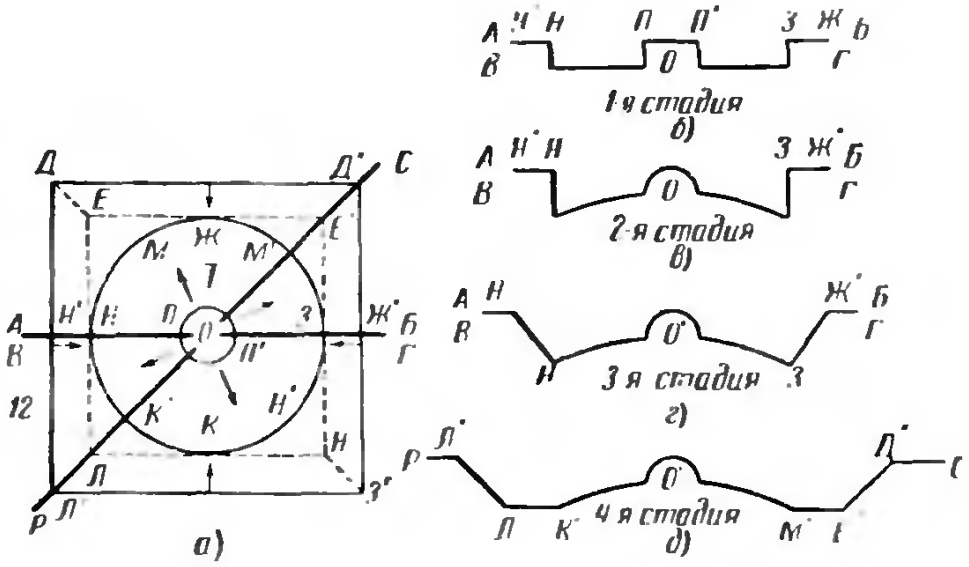

Рис. 56
На рис. 56 показаны основные стадии резьбы рис. 12 учебной доски. При резьбе используют стамески *№ 1, 4, в, 7, 11, 12.* Цель упражнения: 1) научиться вырезать выпуклые поверхности в виде простейших розеток;
Первая стадия резьбы: 1) стамеской № *12* или *13* сделать вертикальные надрезы глубиной 2 *мм* по малым окружностям *О* (рис. 56,а);
Углубленная поверхность должна быть горизонтальной и гладкой (рис. 56,б).
Вторая стадия резьбы: 1) стамеской *№ 11* сделать вертикальные надрезы глубиной 2 *мм* вдоль углубленной поверхности по окружности между точками Ж и З, З и К, *К и Н, Н* и Ж (см. рис. 56, *а);*
2) стамеской *№ 4* придать углубленной поверхности вид, показанный на рис. 56, в;
3) используя стамеску *№ 4,* придать цилиндрам *О* форму О' (см. рис. 56,в).
Третья стадия резьбы: 1) направить острый конец стамески *№ 1* поочередно в точки *Е, Е', И, Л* и сделать наколы глубиной 4 *мм* по линиям *ЕД, Е'Д', ИЗ', ЛЛ'* (см. рис. 56, *а);*
Четвертая стадия резьбы: используя стамески *№ 6* и 7, вырезать поверхность фигур *ЕНЖ, Е'ЖЗ, ИЗК, ЛКН* на глубину 4 *мм* (см. рис. 56, *а).* На рис. 56, *г* и *д* показаны разрезы рис. 12 учебной доски в результате окончания резьбы.